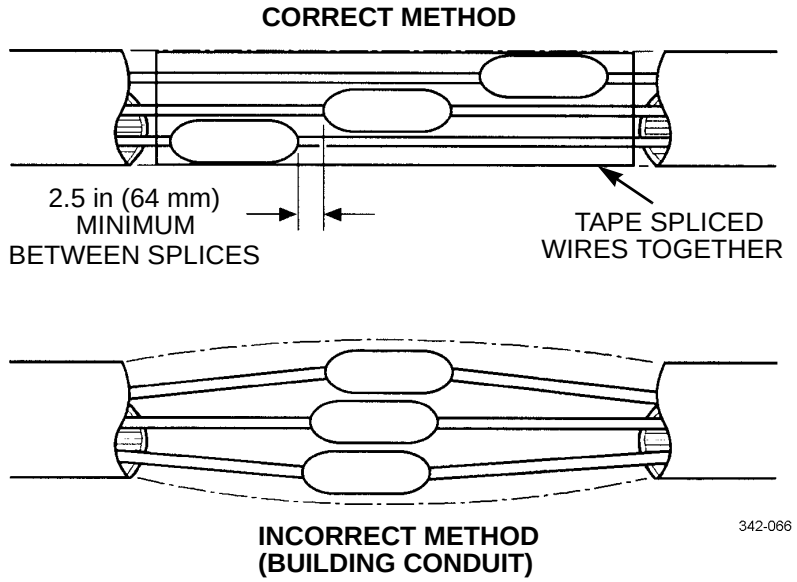

Figure 20. Multiple Splices.
(1) Select correct diameter to allow a tight wrap when heated. Heat shrink wrap MUST be long enough to overlap wire insulation about 1/4 in (6.4 mm) on both sides of splice.
(2) Heat shrink wrap with a heat gun; do not concentrate heat in one location, but play heat over entire length of shrink wrap until joint is complete.
a. Stagger position of each splice as illustrated (Figure 20).